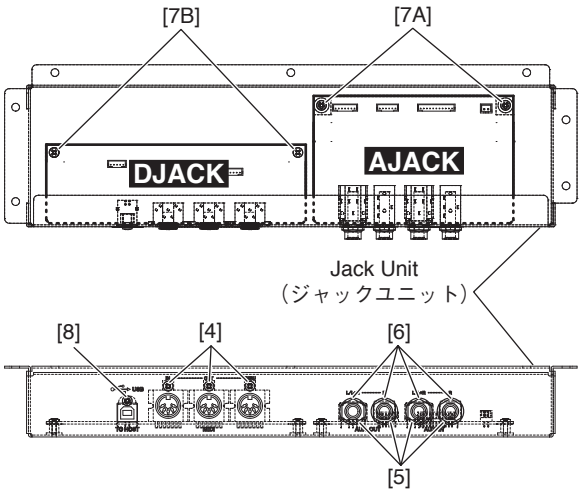

Fig.19（図 19）
18-3 Remove the four (4) nuts marked [6], the four (4) washers marked [5] and the two (2) screws marked [7A]. The AJACK circuit board can then be removed from the jack assembly. (Fig.19)
18-3 [6] の特殊ナット 4 個、[5] のワッシャ 4 個と [7A] のネジ 2 本を外し、AJACK シートをジャックユニットから外します。(図 19)
19-3 Remove the three (3) screws marked [4], the screw marked [8], and the two (2) screws marked [7B]. The DJACK circuit board can then be removed from the jack unit. (Fig.19)
19-3 [4]のネジ3本、[8]のネジ1本と[7B]のネジ2本を外し、DJACK シートをジャックユニットから外します。(図 19)